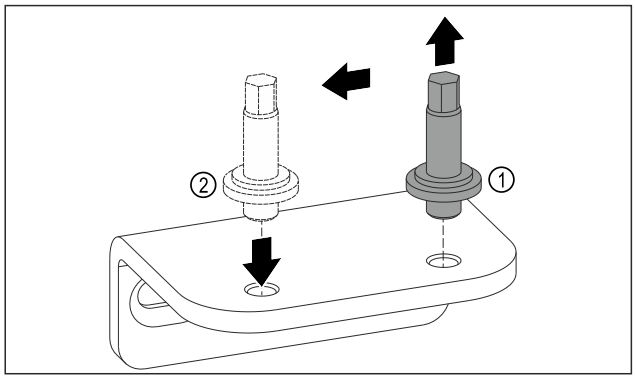

Fig. 13
▶ Izskrūvējiet apakšējā gultņa balsta tapu ar ārēju sešstūra uzgriežņatslēgu SW5. *Fig. 13 (1)*
▶ Ievietojiet tapu pretējā pusē. *Fig. 13 (2)*